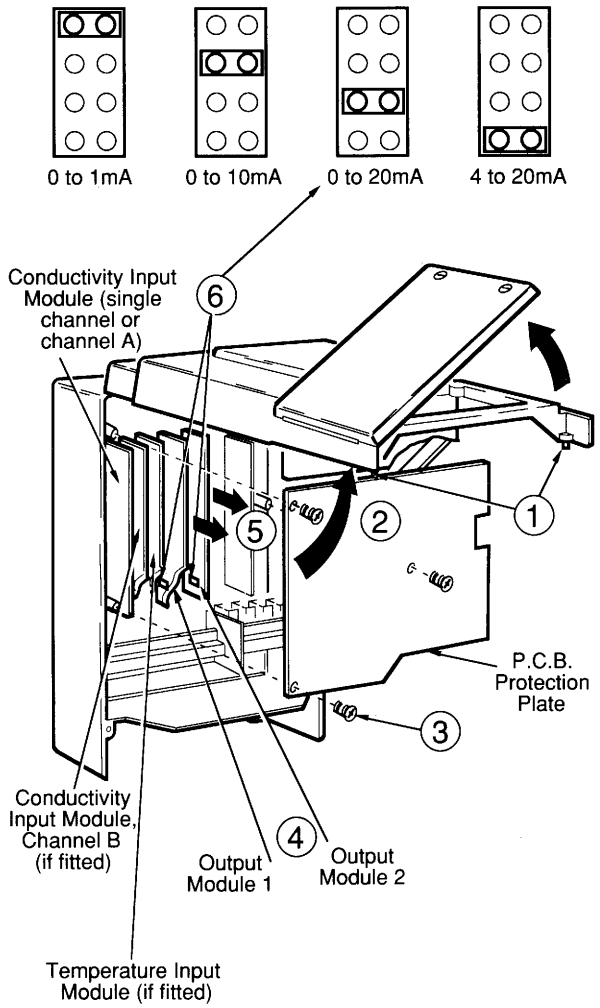

Fig 6.2a Selecting the Current Output Range, Wall-/Pipe-Mounted Instruments
6.2.1 Wall-/Pipe-Mounted Instruments – Fig. 6.2a
With reference to Fig. 6.2a: